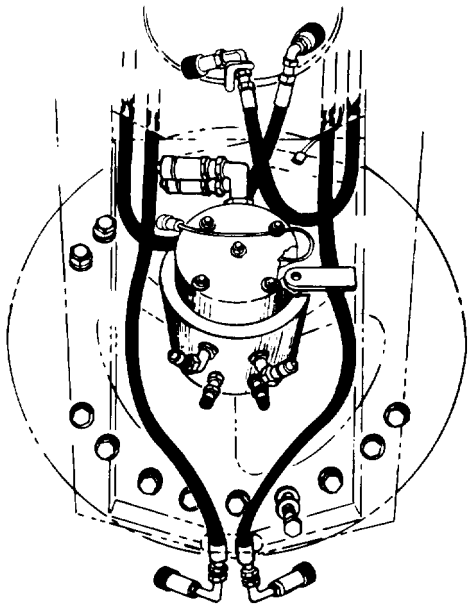

Figure 5-20 ***Location of** Boom **Hoist Cylinder Hoses After Disconnection***
e. Remove dust caps and plugs from tool box (three sizes, two of each). Plug or cap open hose ends and all open fittings on rotary manifold (Figure 5-20). Lock dipstick cap on hydraulic tank.
i. Remove all dust caps and plugs from connectors on hoses and rotary manifold in center of swing bearing (Figure 5-20). Stow caps and plugs in tool box.